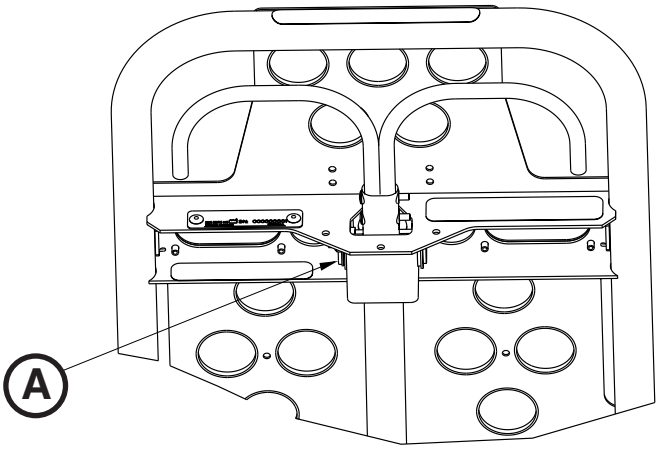

Figure 74
2. Using a 3/32” hex wrench, loosen the set screw (A) that holds the gas shaft to the yoke (Figure 74).